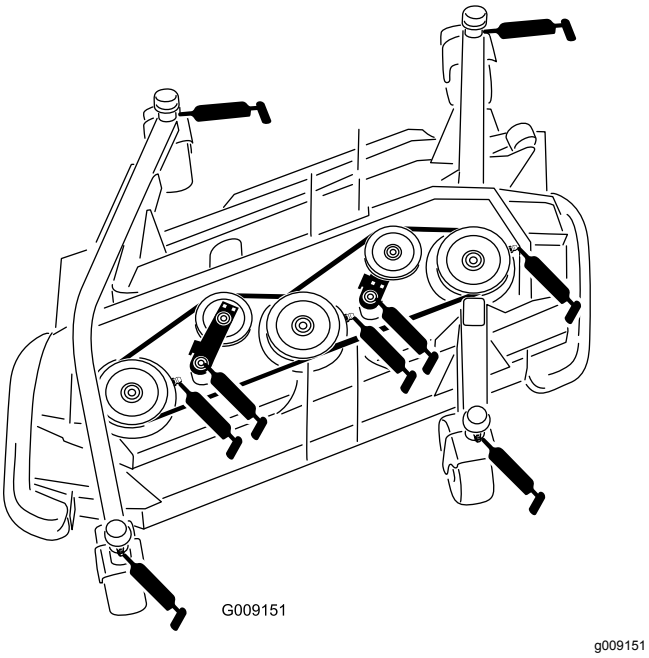

Figuur 91
- 4 lagerbus van de as van de zwenkwielvork (Figuur 91)
- 3 lagers van de spilassen (op de spilbehuizing); zie Figuur 91
- 2 lagerbussen van het draaipunt van de spanarm (op de as van het draaipunt); zie Figuur 91